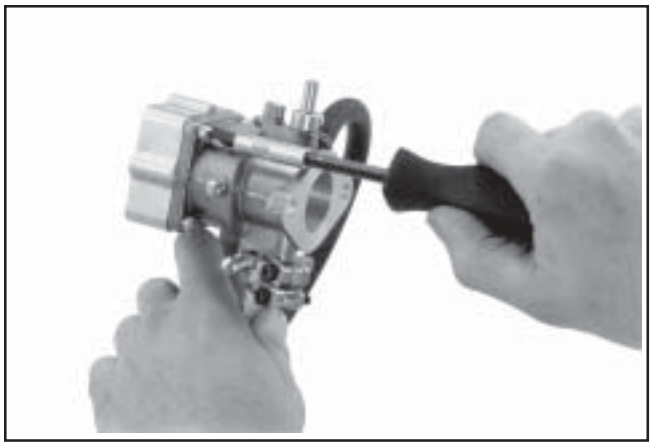

Figure 5A-4.
a. Remove the four screws securing the air cleaner adapter and gasket to the carburetor. See Figure 5A-4.